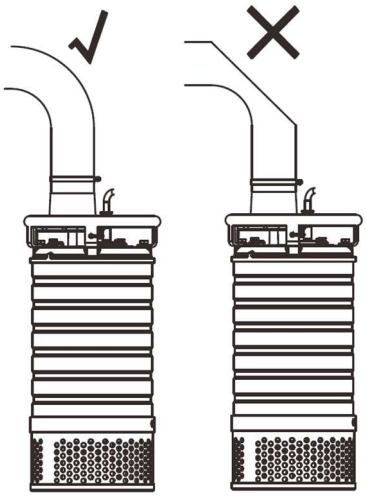

Рис. 4 Прикреплённый шланг
3.4.5.5. Сливной шланг может быть прикреплён вертикально или горизонтально, но не должен иметь резких изгибов (Рис.4).